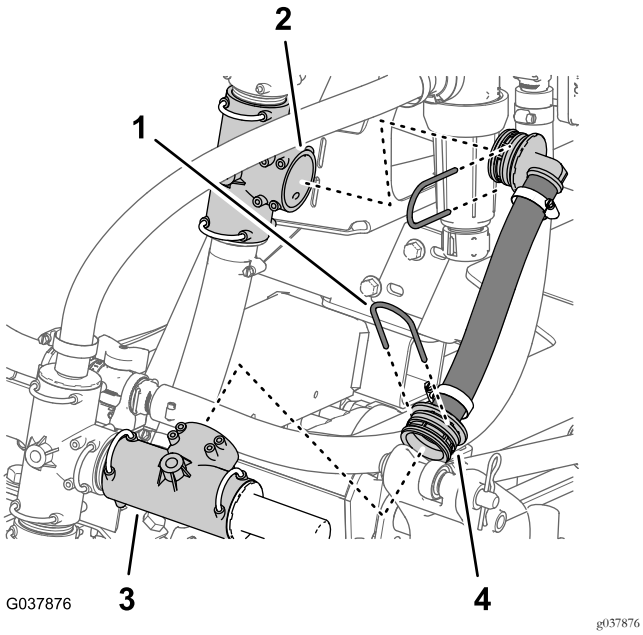

Figuur 65
1. Verwijder de borgclip waarmee de overdrukslang bevestigd is aan de T-fitting bij de overdrukklep (Figuur 65).
2. Verwijder de borgclip waarmee de overdrukslang bevestigd is aan de onderste T-fitting, en verwijder de overdrukslang van de machine (Figuur 65).